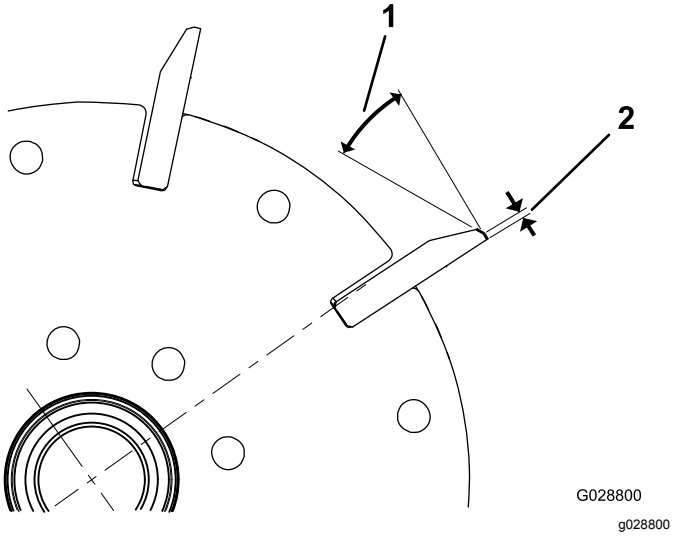

Figur 64
1. Foreta en 30° baksliping på alle spoleknivene til kuttebredden er 1,3 mm bred (Figur 64).